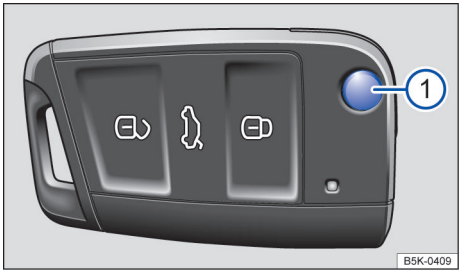
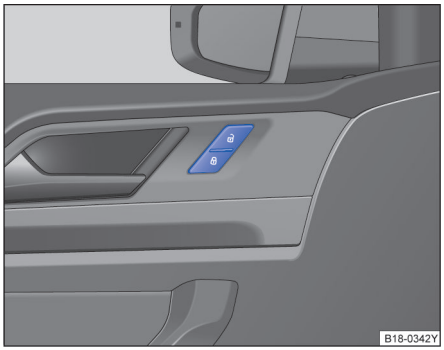

图 22 遥控钥匙上的按钮。
图 23 驾驶员侧车门内：中央门锁按钮。
如短时间内反复按压汽车钥匙上的按钮⇒图 22 或中央门锁某个按钮⇒图 23，则中央门锁系统将暂时关闭，防止系统过载。然后汽车处于解锁状态约 30 秒钟。在此期间，若未打开车门或行李厢盖，随后汽车将自动闭锁。 ◁
功能	用遥控钥匙上的按钮 ⇒图 22 操作
按压按钮⇒图 23：
- 按压 按钮⇒图 23